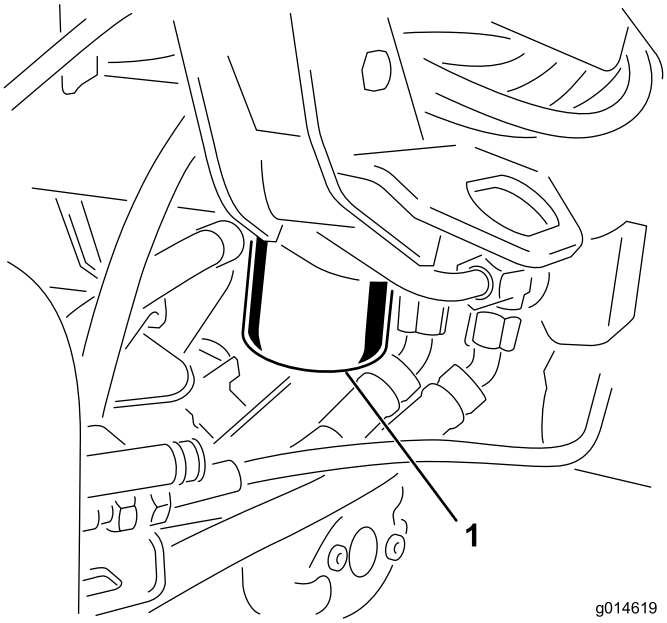

Figur 58
1. Rengør det område, hvor filteret monteres (Figur 58). Anbring en drænbakke under filteret, og afmonter filteret.